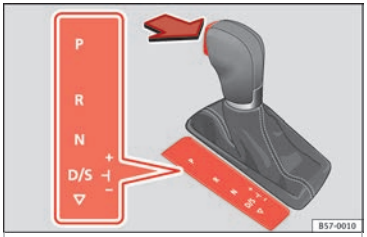

**Fig. 182** Selector lever lock.
– Press the brake pedal *and*, at the same time, hold the lock button in the direction of the arrow ››› **Fig. 182**.